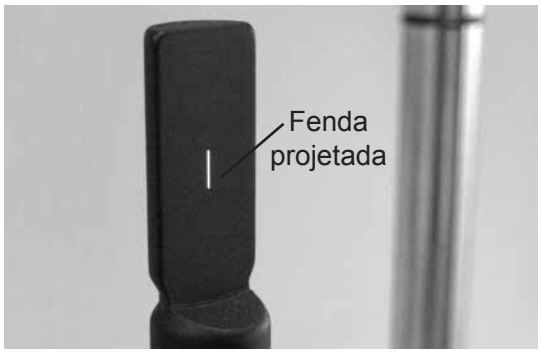

Figura IN-1 Foco na fenda
2. Insira a haste de foco na coluna do pivô do corpo do instrumento para realizar um ajuste aproximado da distância pupilar (DP) e do foco.
3. Posicione a luz na superfície plana da haste de foco e ajuste a distância pupilar e o foco das oculares para atender as necessidades do operador. Consulte a Figura IN-1.